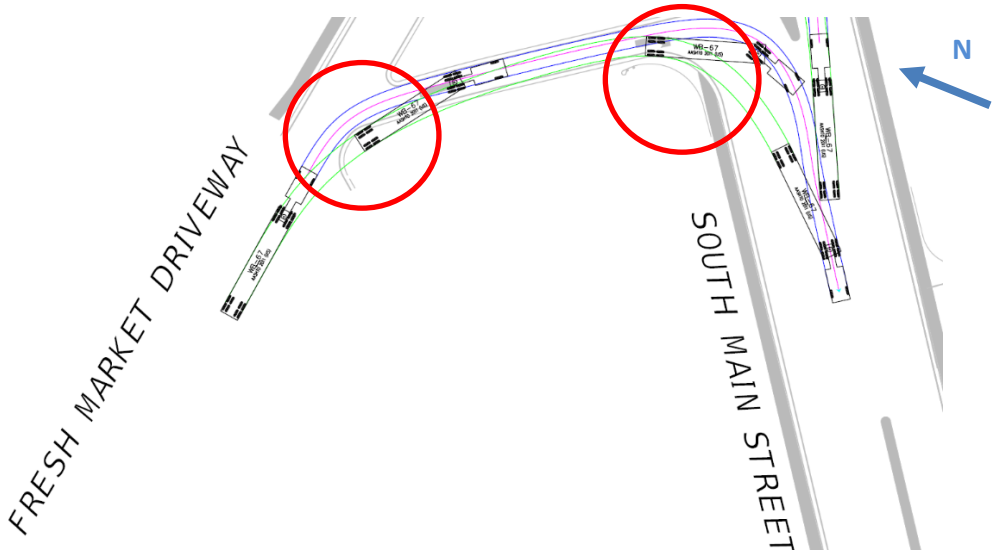

Figure 6. Eastbound Fresh Market Driveway Design Vehicle Checks
- As shown in Figure 6, the Fresh Market right-turn bypass lane geometry does not accommodate a WB-67 truck. This can be addressed by adjusting the radii and curb lines.